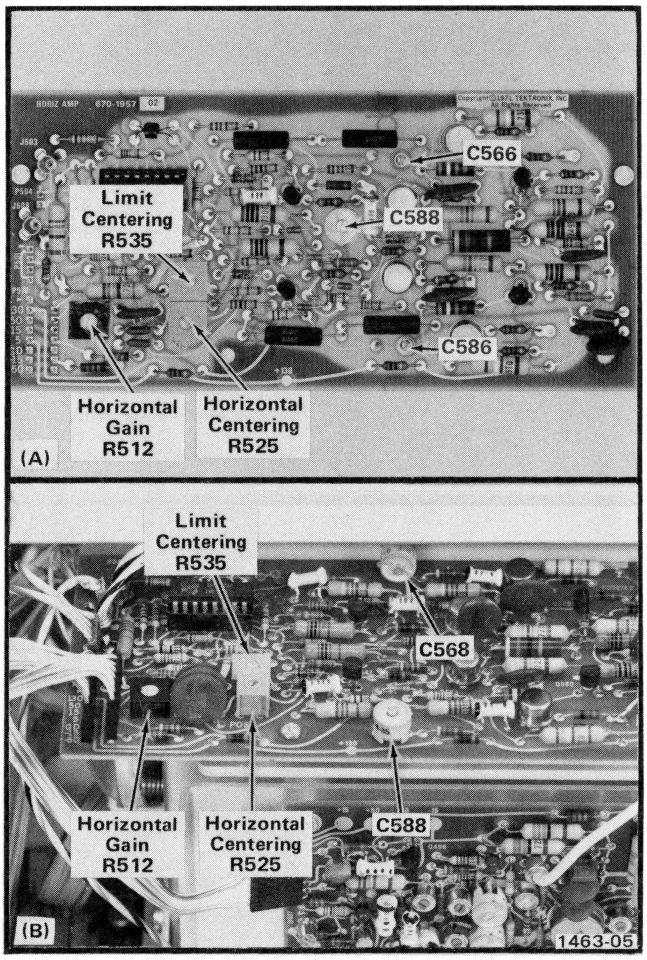

Fig. 2-5. Location of horizontal system adjustments on Horizontal Amplifier board (SN B020000-above (A); SN B019999-below (B).
h. Adjust—Limit Centering, R535, to bring the lower edges of the two traces to the same dc level. See Fig. 2-5 for adjustment location.
d. Adjust—Gain, R512, for eight divisions of deflection between the second and eighth traces. See Fig. 2-5 for adjustment location.
b. Adjust—Position, R525, to set the trace on the center graticule line. See Fig. 2-5 for adjustment location.
l. Adjust—for SN B070000-above, C588, for one marker each division. For SN B069999-below, adjust C568 and C588 for one marker each division while maintaining approximately equal capacitances. See Fig 2-5 for adjustment location.
n. Adjust—for SN B070000-above, C566 and C586 for one marker each division while maintaining approximately equal capacitances. For SN B069999-below, readjust C568 and C588 for best compromise between 5 and 10 nanosecond timing. See Fig. 2-5 for adjustment location.
d. Adjust—Horizontal Centering, R525, to center the word identify on the vertical centerline. See Fig. 2-5 for adjustment location.